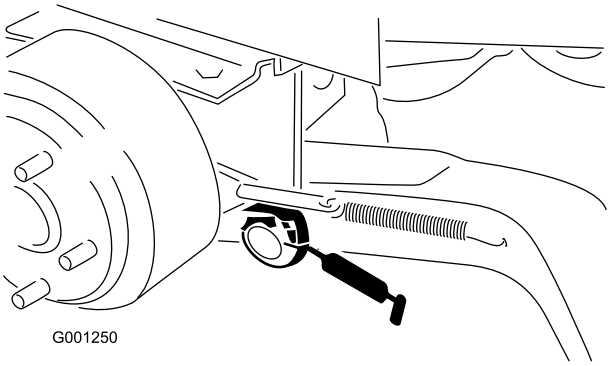

Figur 37
- Løftearmstapphylser (Figur 37)